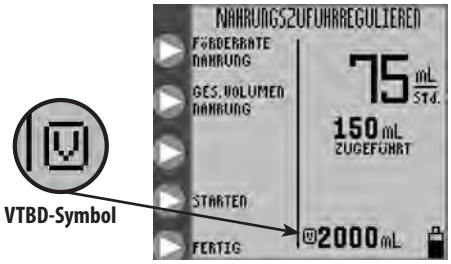
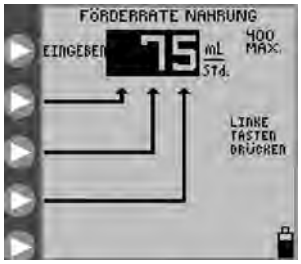
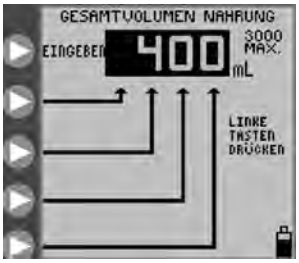

Abbildung 11A: Menü NAHRUNGSZUFUHR REGULIEREN
Abbildung 11B: Einstellung der Nahrungsförderrate
Abbildung 11C: Einstellung des zu verabreichenden Nahrungszufuhrvolumens
Für die Nahrungszufuhr im **DAUERBETRIEB** steht in den Ausgangsmenüs (Abbildung 7A bei ausschließlich für die Ernährung vorgesehenen Sets oder Abbildung 7B bei Ernährungs-/Spülsets) die Option **NAHRUNGSZUF. REGULIEREN** zur Verfügung. Nach Auswahl dieser Option können die Nahrungszufuhrparameter über den Bildschirm **NAHRUNGSZUFUHR REGULIEREN** (Abbildung 11A) programmiert werden.
Die in Abbildung 11B dargestellten ▶ **FÖRDERRATE NAHRUNG** (Abbildung 11A) drücken, um die Förderrate zu definieren. Die in Abbildung 11B dargestellten ▶ **-Tasten drücken, um die Rate von 1 bis 400 in Stufen von 1 ml/Std. zu programmieren. Zum Verlassen des Menüs** ▶ **EINGEBEN** (oberste Taste) drücken.
▸ **GES.VOLUMEN NAHRUNG** (Abbildung 11A) drücken, um das zu verabreichende Volumen zu definieren. Die in Abbildung 11C dargestellten ▸ **-Tasten drücken, um das Volumen von 1 bis 3000 ml in Stufen von 1 ml zu programmieren. Zum Verlassen des Menüs** ▸ **EINGEBEN** (oberste Taste) drücken. Wird für **GES.VOLUMEN NAHRUNG** der Wert „0" festgelegt, läuft die Pumpe solange, bis der Vorrat aufgebraucht ist.
HINWEIS: Ist ein Wert für **GES.VOLUMEN NAHRUNG** festgelegt, wird neben dem V -Symbol rechts unten auf dem Bildschirm das restliche zu verabreichende Volumen (restliches VTBD) angezeigt (Abbildung 11A). Wird der Wert für **GES.VOLUMEN NAHRUNG** während einer Nahrungszufuhr neu programmiert, startet die Pumpe die Nahrungszufuhr aus dem ***HALT*** erneut und verabreicht das gesamte Volumen der neuen VTBD-Einstellung.
- Bildschirme **NAHRUNGSZUFUHR REGULIEREN**, Dauerbetrieb (Abbildung 11A)